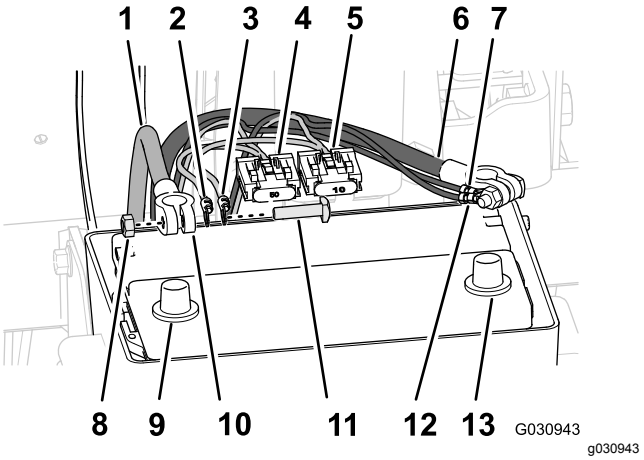

Figur 178
1. Før plusklemmen (rød ledning), minusklemmen (sort ledning) og 50 A-sikringsblokken fra det bageste ledningsnet op mellem batterikassen og maskinens chassis (Figur 178).
3. Afmonter T-boltene og sekskantmøtrikkerne fra klemmerne på plus- og minus-batterikablerne (Figur 178).
4. Monter en T-bolt igennem plusklemmen (rød ledning) på det bageste ledningsnet, plusklemmen på det elektriske navigationsledningsnet og klemmen på batteriets pluskabel (Figur 178).
5. Fastgør løst klemmer og T-bolt med en sekskantmøtrik (Figur 178).
6. Monter en T-bolt igennem minusklemmen (sort ledning) på det bageste ledningsnet, minusklemmen på det elektriske navigationsledningsnet og klemmen på batteriets minuskabel (Figur 178).
7. Saml løst klemmer og T-bolt med en sekskantmøtrik (Figur 178).